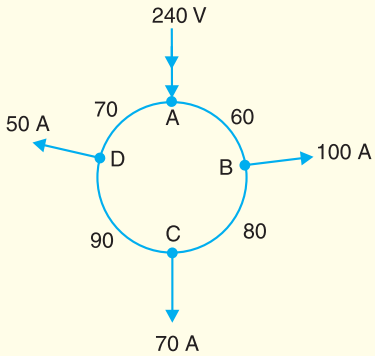

Fig. 13.45
1. A 300 m ring distributor has loads as shown in Fig. 13.45 where distances are in metres. The resistance of each conductor is 0·2 W per 1000 metres and the loads are tapped off at points *B*, *C* and *D* as shown. If the distributor is fed at A at 240 V, find voltages at *B*, *C* and *D*.